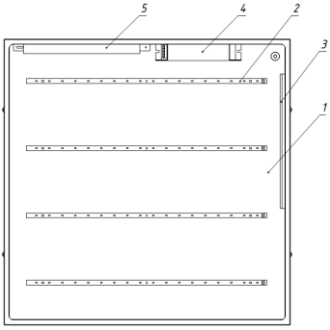

Рисунок 1 — Конструкция автономного аварийного светильника Geniled на примере Офис 595x595.
3.3. Светильник Geniled Офис состоит из основных частей (см. рисунок 1):